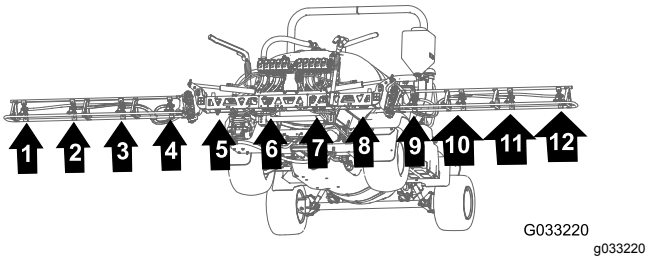
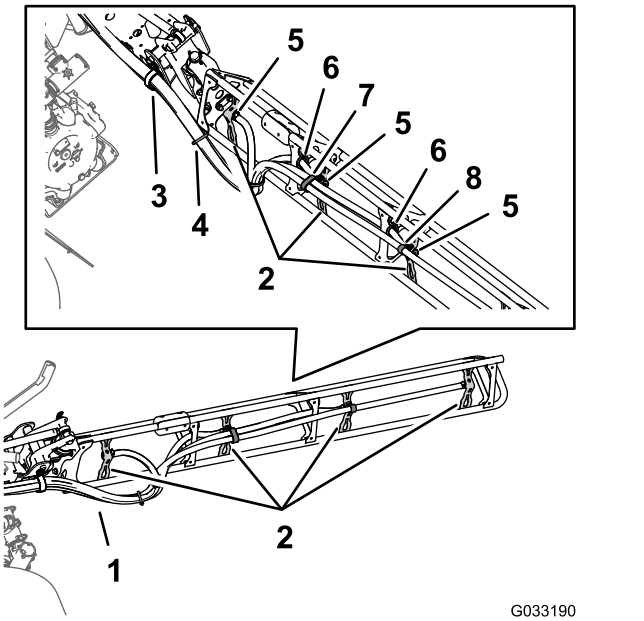

Figuur 106
Figuur 107
1. Leid de slangen voor spuitdoppen 1, 2, 3 en 4 door de R-klem aan het linker buiteneinde van de middelste spuitboom (Figuur 106 en Figuur 107).
2. Leid de slangen voor spuitdoppen 7, 8, 9 en 10 door de R-klem aan het rechter buiteneinde van de middelste spuitboom (Figuur 106 en Figuur 107).
spuitdoppen 1 en 10 zoals in Figuur 106 en Figuur 107.
4. Leid de slangen van 234 cm en de geribde slangstelen (3/4 inch) langs de spuitboom naar spuitdoppen 2 en 9 zoals in Figuur 106 en Figuur 107.
5. Leid de slangen van 188 cm en de geribde slangstelen (3/4 inch) langs de spuitboom naar spuitdoppen 3 en 8 zoals in Figuur 106 en Figuur 107.
6. Leid de slangen van 188 cm en de geribde slangstelen (3/4 inch) langs de spuitboom naar spuitdoppen 4 en 7 zoals in Figuur 106 en Figuur 107.
7. Bundel de 4 slangen van de spuitdoppen met een kabelbinder zoals in Figuur 107.